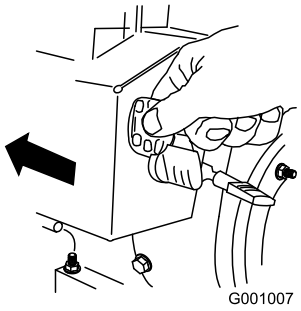

Figur 23
5. Sett inn tenningsnøkkelen (Figur 23).